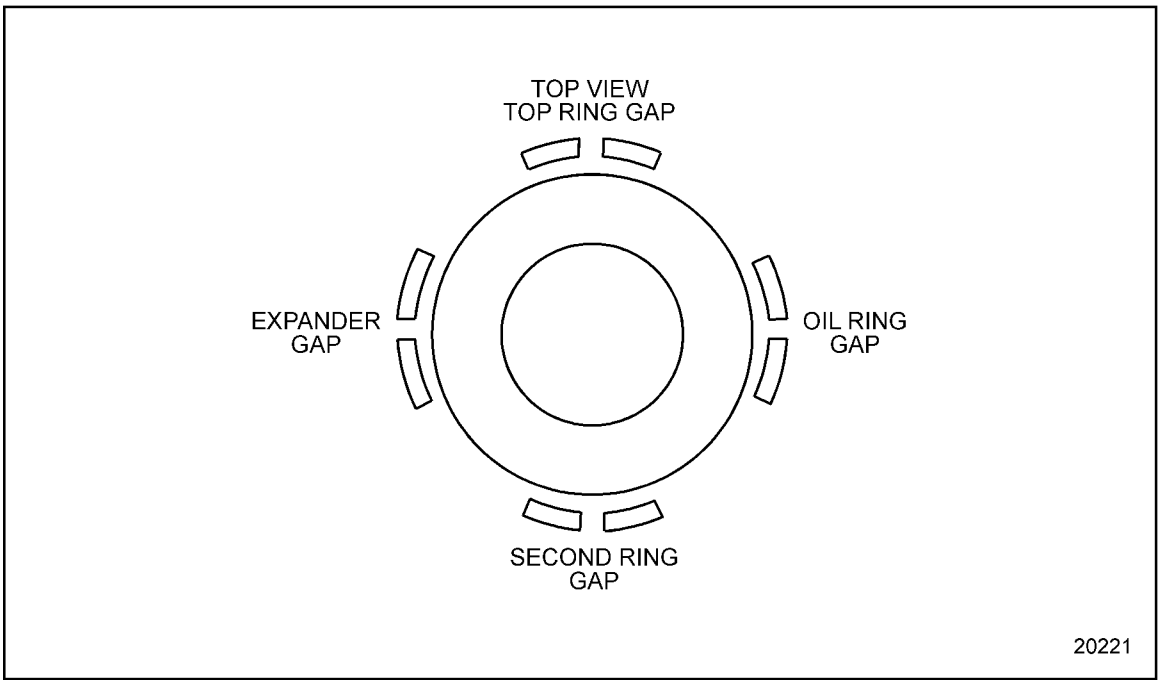

Figure 1-304 Piston Ring Positioning (Diesel)
5. Remove assembly from pan and position (stagger) the piston ring gaps properly on the piston at 90 degree intervals. See Figure 1-304 for diesel engines.